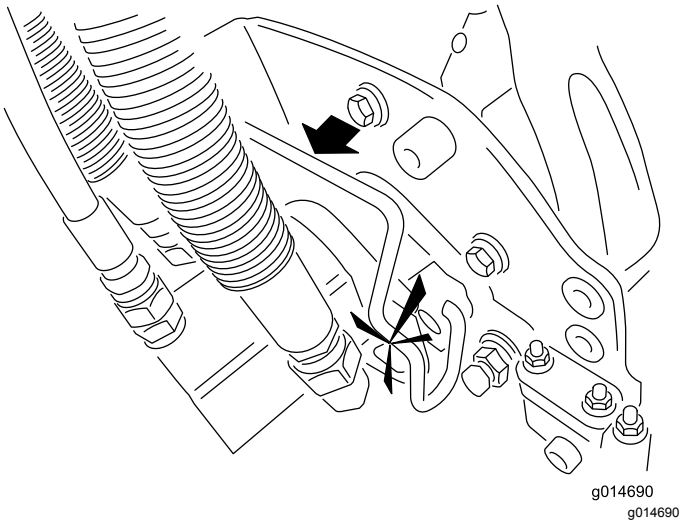

Figur 31
5. Dekk kileakselen i klippeenhetsmotoren med rent smørefett (Figur 31).
6. Sett motoren inn på klippeenhetens venstre side (fra brukerens synspunkt), og dra motorholdebøylen på klippeenheten mot motoren til du hører et "klikk" på begge sider av den (Figur 31).